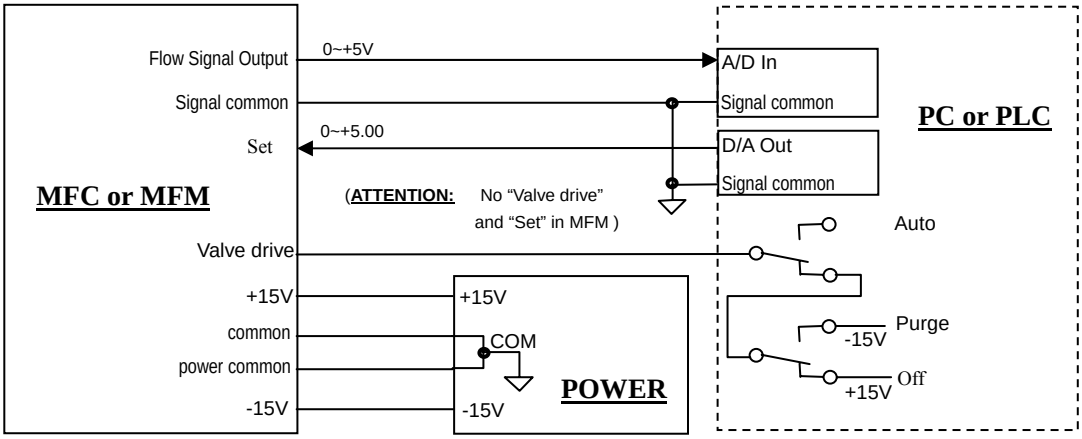

Figure 10. PC Directly Connection
**b.** PC Directly Connection (Figure 10)
Please have the reference in Figure 1 and Figure 10, after MFC warming up, it could have PC startup.